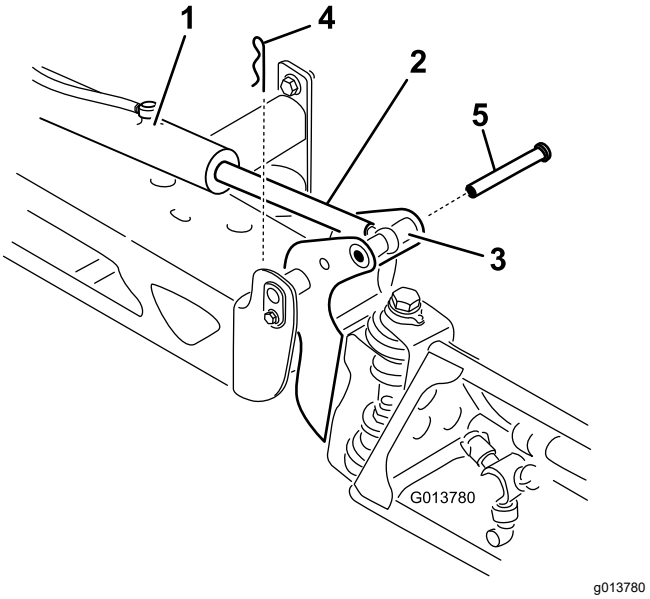

Figuur 113
2. Verwijder de borgpen van de draaipen (Figuur 113).
3. Til de spuitboom op en verwijder de pen (Figuur 113), en laat de spuitboom langzaam op de grond zakken.
9. Houd de spuitboom vast en steek de pen door het draaipunt van de spuitboom en de actuatorstang (Figuur 113).